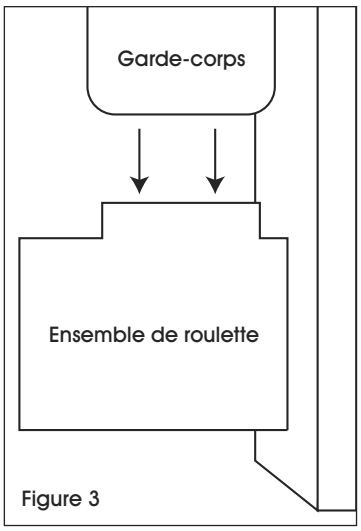

Figure 3
7. Insérez l'autre extrémité du garde-corps par-dessus l'encoche se trouvant sur l'ensemble de roulette. (Voir Figure 3)